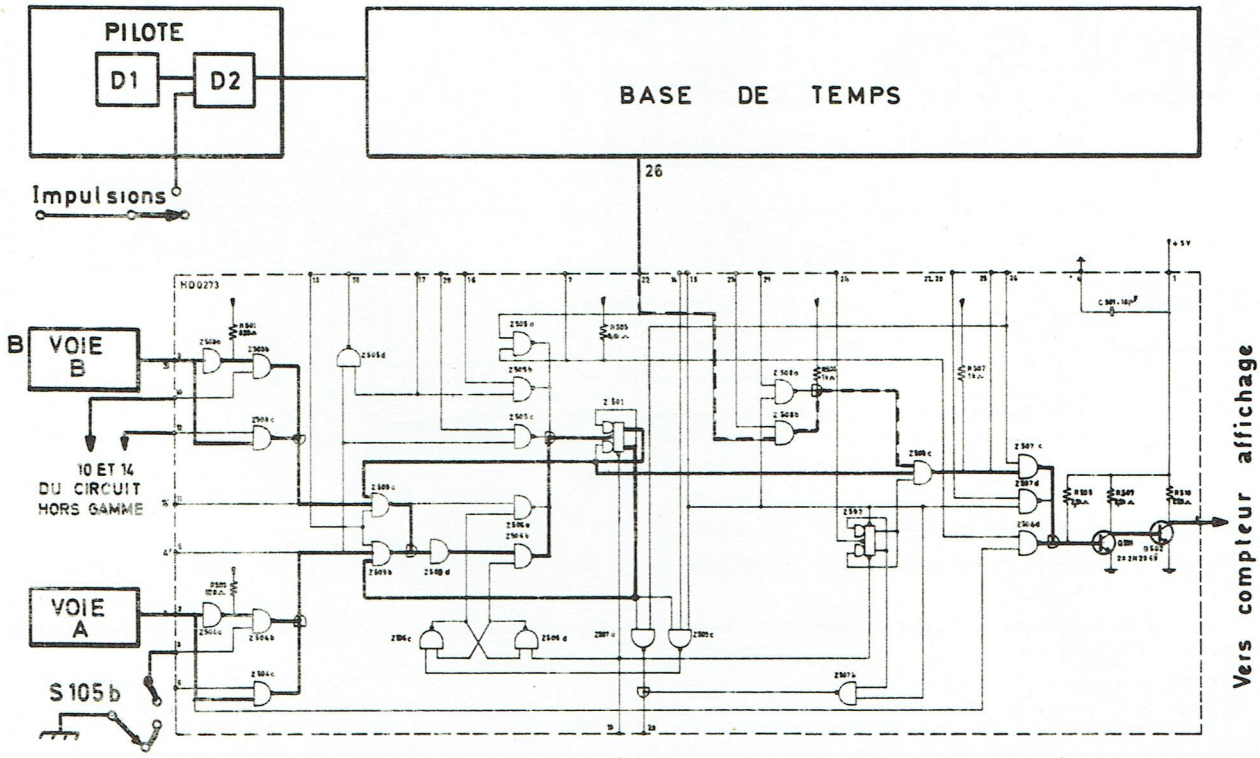

Fig 28
3.4.5. - Chrono "A B" et compteur d'impulsions : (Figure 28)